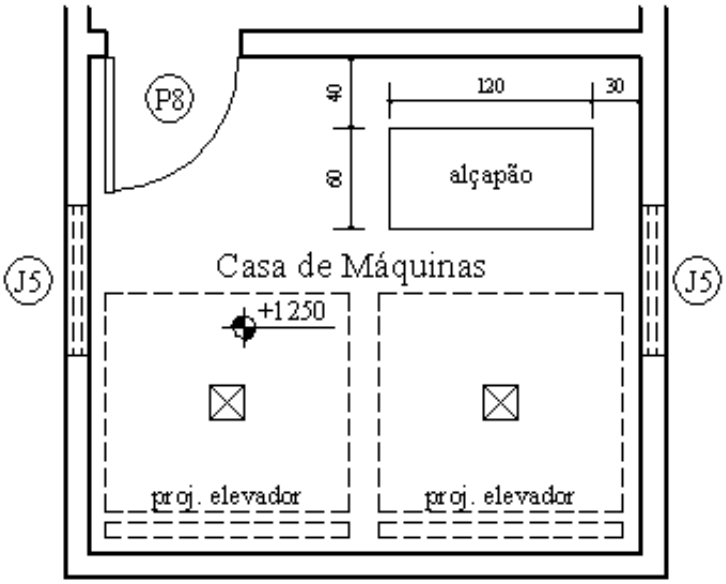

FIGURA 23
C.1.24) Planta da Casa de Máquinas: Sempre que o empreendimento possuir elevador, é obrigatório apresentar a planta da casa de máquinas. Caso este não a possua, indicar o modelo utilizado. O desenho deve conter níveis de piso, alçapões e demais acessos e projeção do elevador, devidamente dimensionados e cotados. A casa de máquinas deve também possuir ventilação cruzada, se sua especificação técnica a exigir (FIGURA 23):